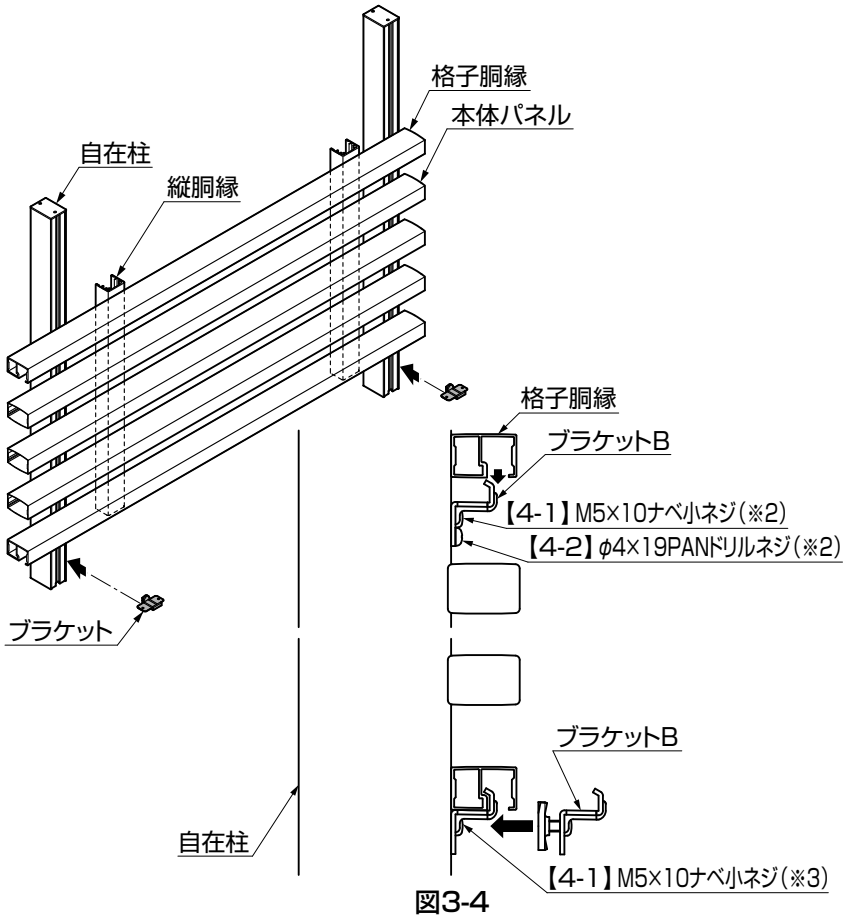

図3-4
④【4-1】、【4-2】を一旦ゆるめて(※2)、ブラケットBにパネルの最上段の格子胴縁の溝をはめ込み、再び締め付けてください。
⑤パネルの最下段の格子胴縁の溝に、ブラケットBをはめ込み、【4-1】(※3)で柱とパネルの固定を行ってください。(図3-4参照)